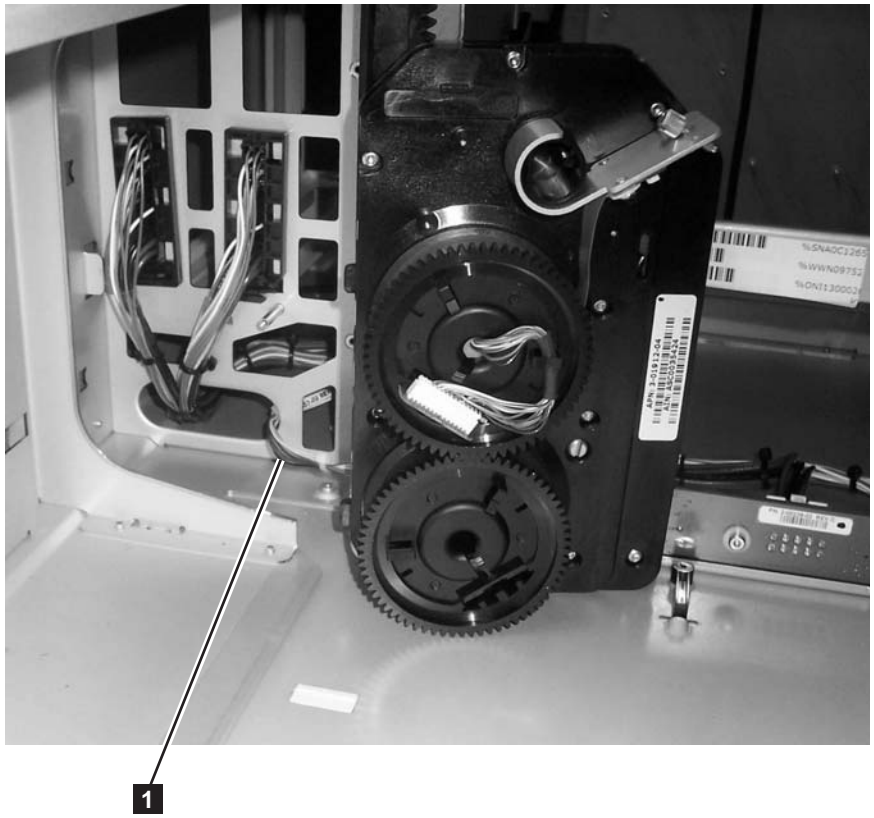

Figure 7-130. Cable Spool cable routing through enclosure wall
8. Remove the Cable Spool Assembly from the control module. Carefully route the cable (**1** in Figure 7-130 on page 7-115) disconnected from the distribution board through the holes in the enclosure to avoid damage to the cable.
1. Insert the Cable Spool Assembly into the control module. Carefully route the cable disconnected from the distribution board through the holes in the enclosure (**1** in Figure 7-130) and to the left of the screw stand-offto avoid damage to the cable.